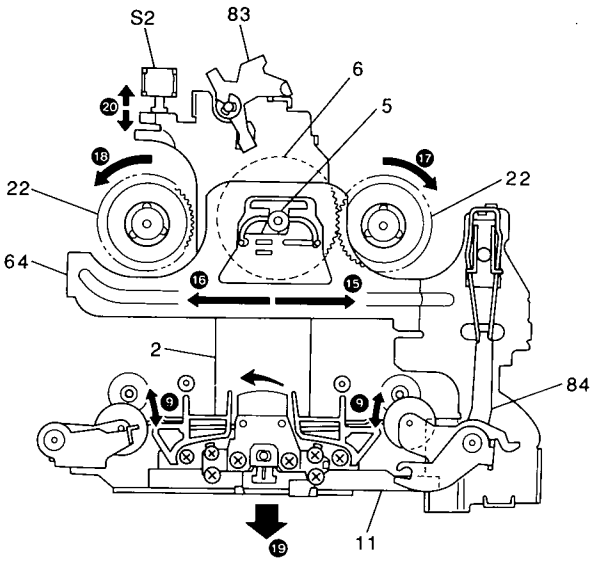
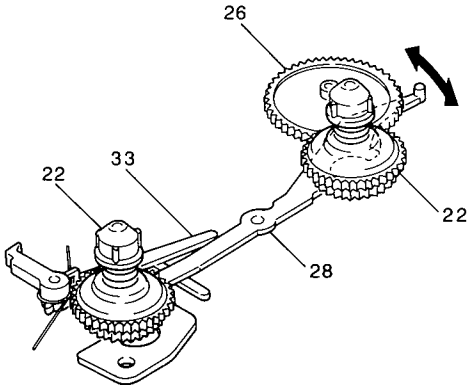

Fig. 11
Fig. 12
e) The play gear metal (5) is engaged, per arrows (⓯) and (⓰) in Fig.11. Then play gear (6) is connected to take-up reel assembly (22) on forward side in FWD play, and connected to the other take-up reel assembly in REV play. Rotation from the play clutch (31) is transferred to take-up reel assembly per arrows (⓱) and (⓲) in Fig.11. As mentioned above, the direction in play mode can be changed. During play mode active, the head panel is moved backward by head panel return arm (88) in direction of arrow (⓳) in Fig.11. The Mute switch (S2) is turned on per arrow (⓴), and play mode is not reversed while FF/REW levers are pushed by operation of anti-reverse arm (33). See Fig.12.